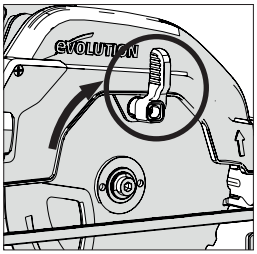

Fig. 5
- Gire o dispositivo de proteção da lâmina inferior para cima, para o dispositivo de proteção superior da lâmina usando a alavanca ativada pelo polegar manual. **(Fig. 5)**